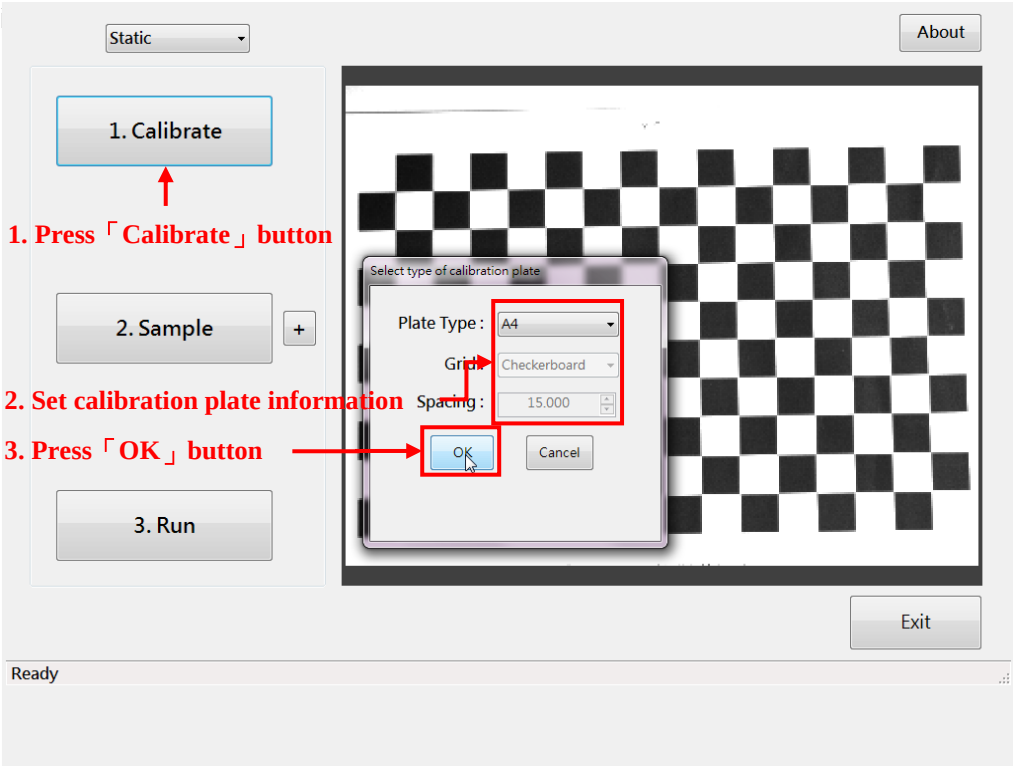

Figure 6-3 “Calibrate” button
1. Press the "Calibrate" button as shown in Figure 6-3.